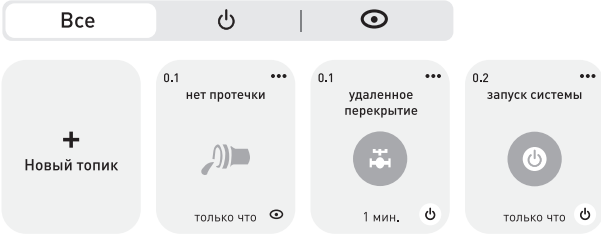

Рис. 9 Топики мобильного приложения ePRO 24
6.2. Сконфигурируйте контроллер ePRO 24 с мобильным приложением (ссылка на приложение https://epro.ekfgroup.com/) и добавьте соответствующие топики* мониторинга и управления, дайте им название. Всего понадобиться три топика, один топик мониторинга и два топика управления (см. рис.9):